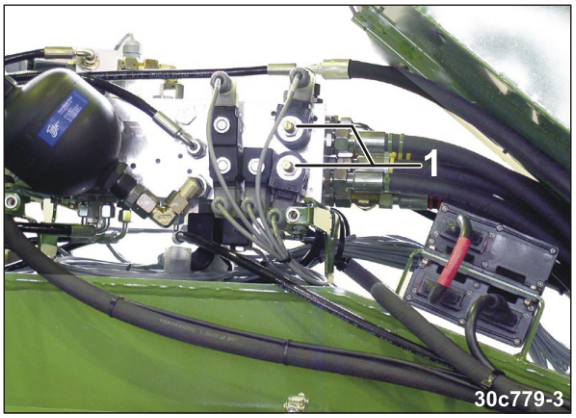

**Fig. 218**
2. Sortez deux tiges (Fig. 218/1) des valves et tournez-les de 45° pour les bloquer.
Après la réparation, remettez les deux tiges des valves (Fig. 218/1) en position normale.